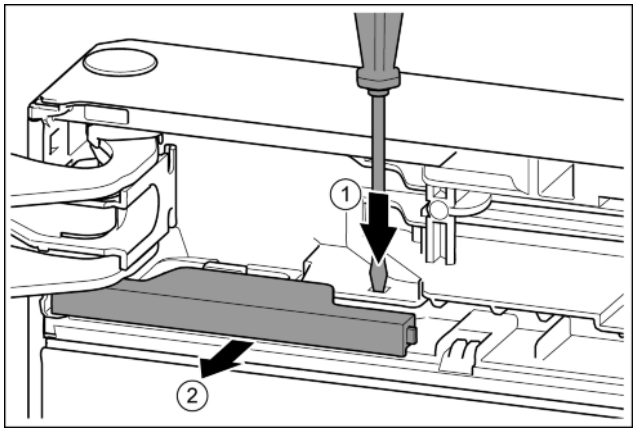

Fig. 9
▶ Press the tab with the slotted screwdriver. *Fig. 9 (1)*
▶ Pull cover out of the catch mechanism. *Fig. 9 (2)*